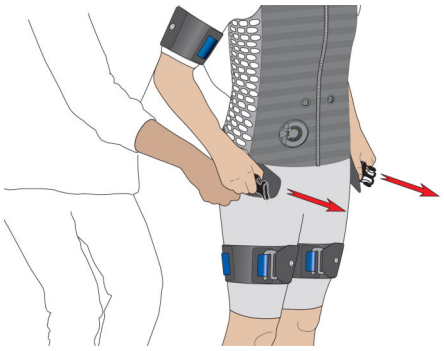

Fig. 50: Fastening the i-body® belt
22. Securely fasten the i-body® belt (Fig. 50).